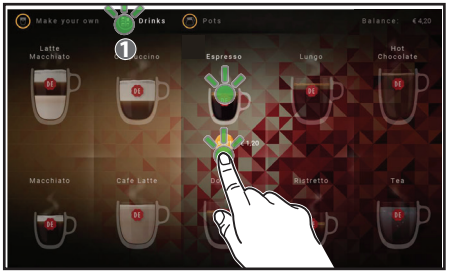

Fig. 4.8 - „Băuturi"
1. Atingeți simbolul din partea de mijloc sus „Băuturi" ***(1)*** de pe ecranul tactil atunci când distribuitorul este în modul furnizare (fig. 4.8)